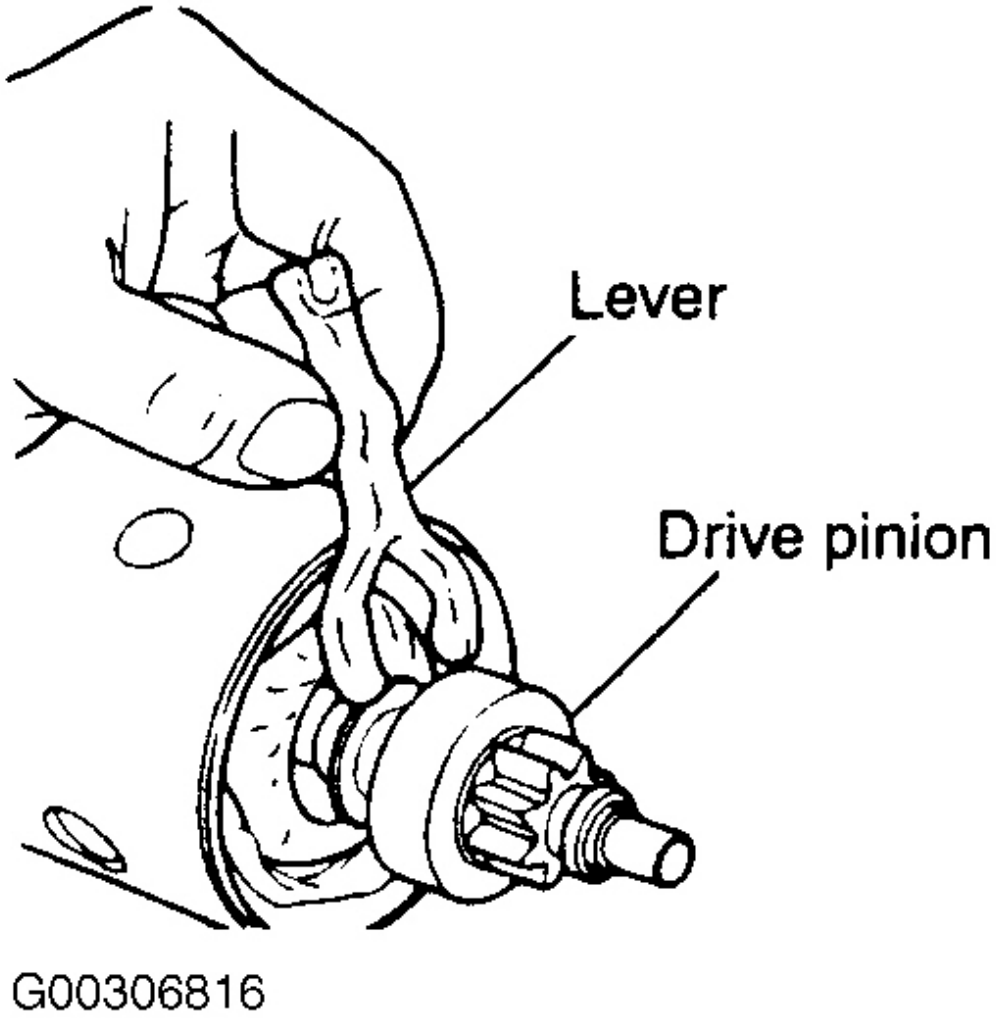

Fig. 18: Extracción Palanca De Piñón
7. Retire la palanca del piñón de ataque. Ver **La Fig. 18** . _____
7. Vuelva a montar la palanca en el piñón de accionamiento. Ver **La Fig. 18** .